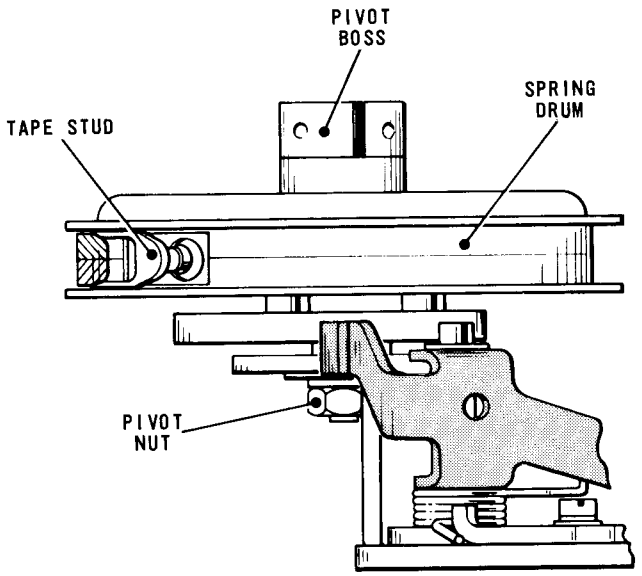

Fig. 4.45 CARRIAGE RETURN SPRING DRUM
52.1 Slide the typehead to its extreme right-hand position. Apply a tension gauge to the spring drum tape stud, Fig.4.45, and check that there is a force of 4½ - 5 lb (2.04 - 2.27 kg) acting at the periphery of the drum.